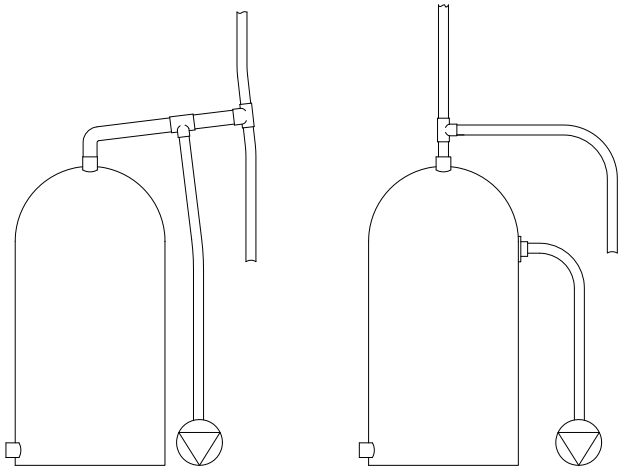

Fig. 8
2.28 **Hot water supply:** The pump **must be** supplied with a **dedicated feed** direct from the hot water cylinder or storage tank which should be via a secondary dedicated tapping (see Fig. 8).